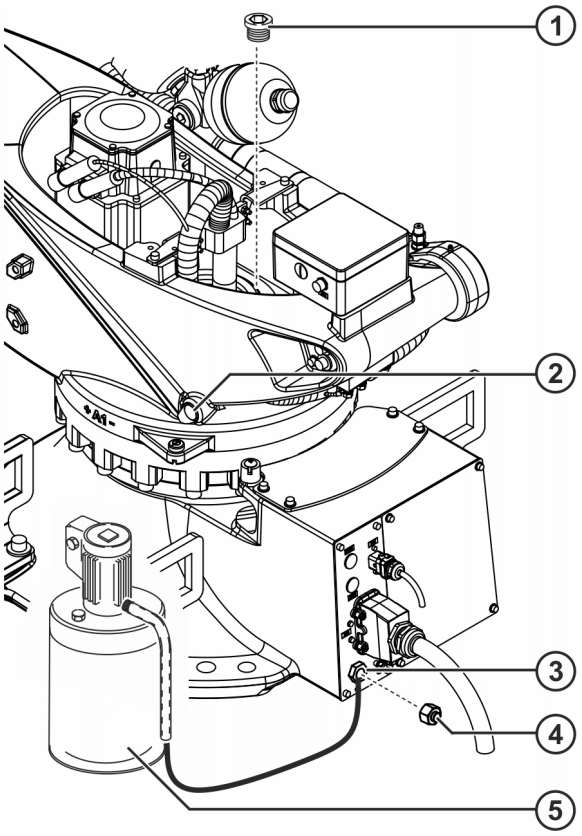

Fig. 8-3: Filling gear unit A1 with gear oil
1. Connect the oil pump to the drain hole (>>> *Fig. 8-3*).